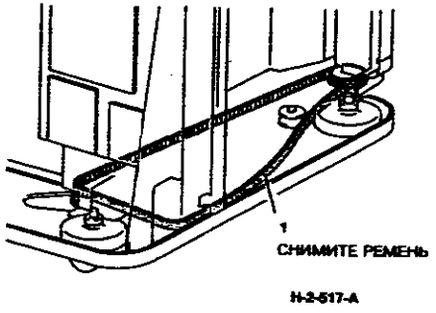

**Рисунок 9. Снятие ремня привода ячеек**
12. (Рисунок 9) Снимите ремень привода ячеек.
*ПРИМЕЧАНИЕ: (Рисунок 9) Если ремень привода ячеек снимается в рамках процедуры снятия узла кулачка (REP 11A.15), оставьте ремень на месте до снятия узлов кулачков.*